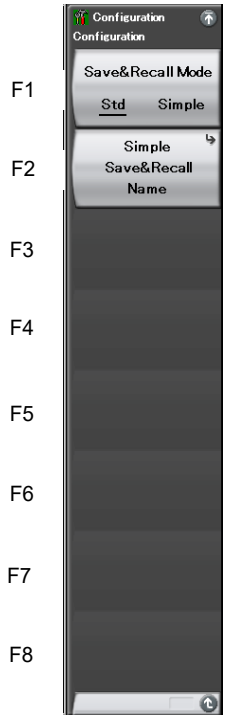

図3.6.4-1　Save&Recall Settings ファンクションメニュー
3. F6 (Save&Recall Settings) を押すと、図 3.6.4-1 の Save&Recall Settings ファンクションメニューが表示されます。